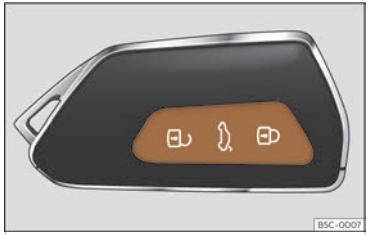

Fig. 70 Clau per control remot: tecles.
- Bloquejar: premeu el botó 🔒 ››› **fig. 70**.